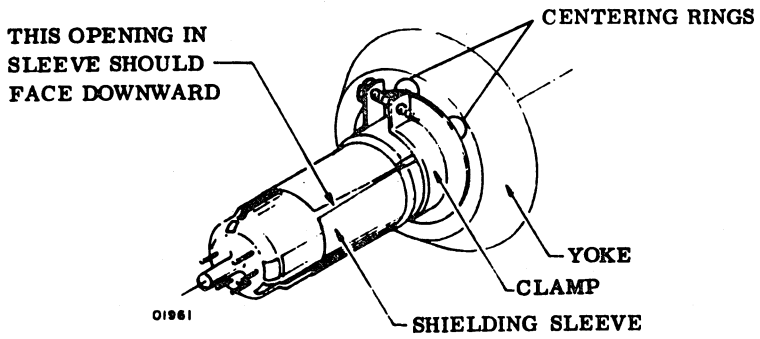

Figure 6E-19. Shielding Sleeve Positioning
12. Check that the shielding sleeve between the yoke and the neck of the CRT is in place approximately as shown in figure 6E-19. If the shielding sleeve is not correctly positioned, the left side of screen is distorted while the right side is not, or the right side of the screen is distorted while the left is not. Pushing the shielding sleeve inward toward the yoke has the effect of distorting the left portion of the screen; if pushed all the way forward, the entire left half of the screen is blacked out.
If the characters on the screen are not uniformly distorted on one side as opposed to the other side, but instead, H characters are compressed on the top and not the bottom, or characters are compressed on the bottom and not the top, the problem is in the adjustment of the vertical linearity potentiometer (figure 6E-20). If vertical linearity cannot be improved by adjusting the vertical linearity potentiometer, replace the vertical choke and try to adjust it again. (See procedure E16 for vertical choke replacement procedures.)